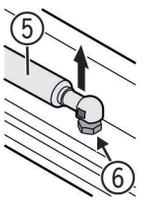

Fig. 31
- ▶ Lift the soft stop mechanism *Fig. 31 (5)* off the ball journal *Fig. 31 (6)*.
▶ Re-attach soft stop mechanism *Fig. 31 (5)* in reverse order.